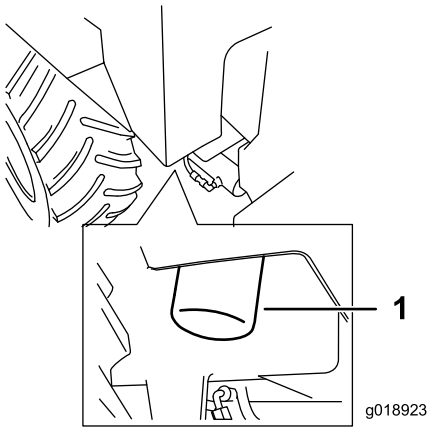

Figure 36
4. Tournez le filtre à huile hydraulique dans le sens antihoraire, retirez le filtre et mettez-le au rebut (Figure 36).